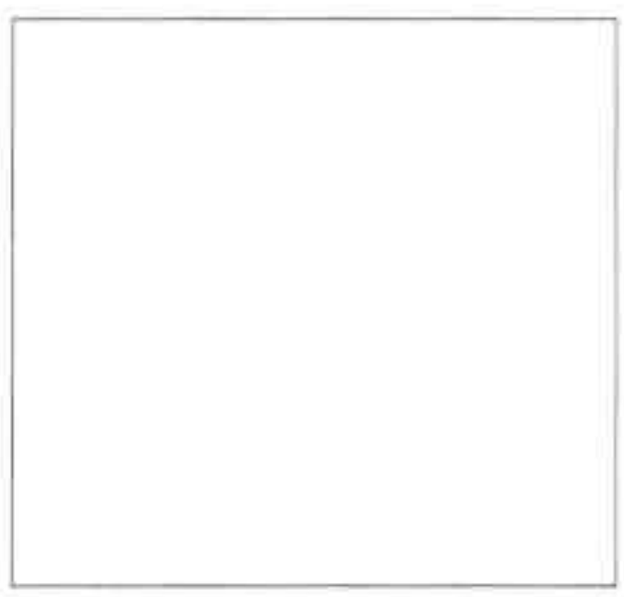

图20-13 绘制矩形
Step 01 执行“矩形”命令，绘制长 4000mm、宽 3500mm 的矩形，如图 20-13 所示。